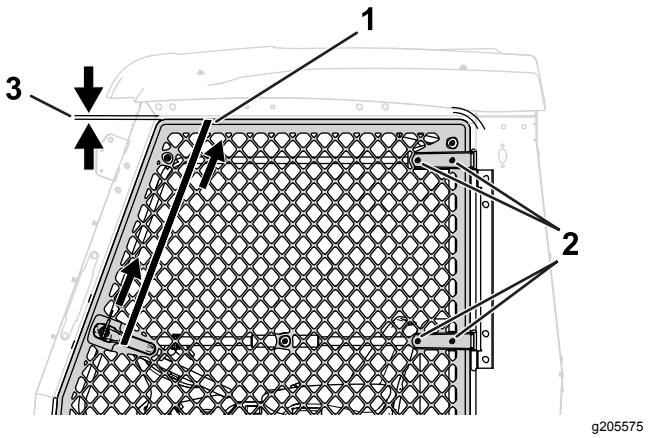

Figur 6
2. Lukk døren og bruk en skrallestropp for å holde den fast (Figur 6).
3. Løsne de fire boltene og de fire mutrene på dørhengselen (Figur 6).
4. Stram skrallestroppen for å dra døren opp (Figur 6).